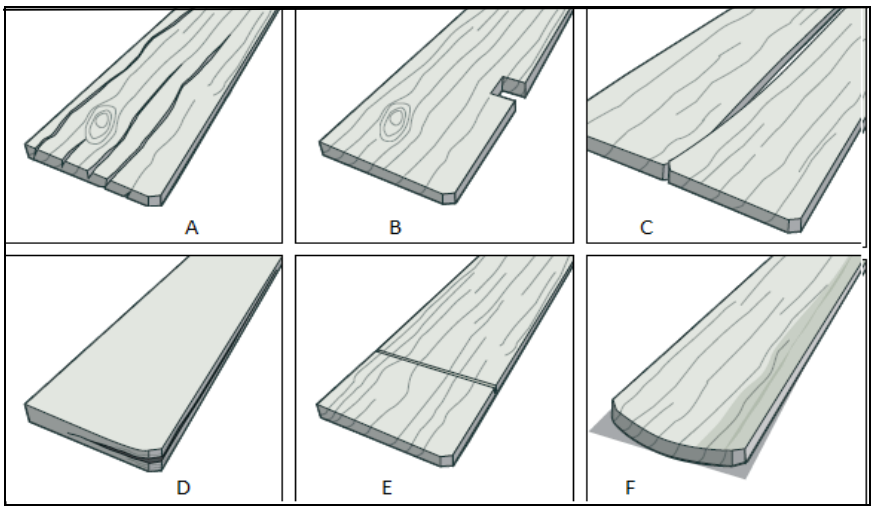

FIGUUR 1
3.2 Noem die defekte in die hout wat gebruik word in die steierwerk in FIGUUR 1. Skryf slegs die defek langs die letter (A–F) in die ANTWOORDBOEK neer.